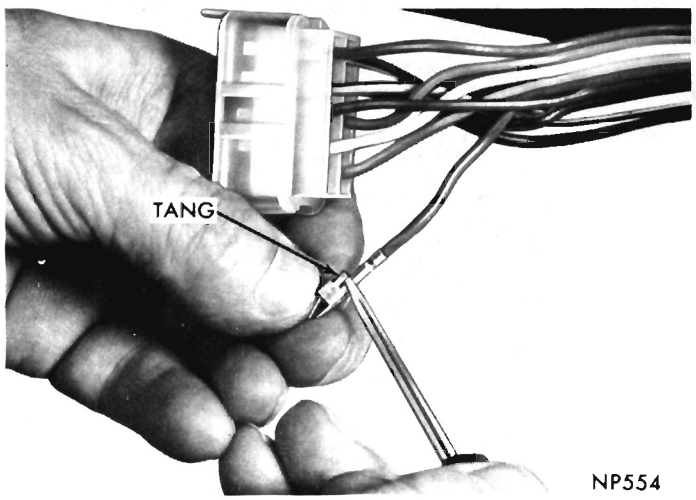

Fig. 14—Spreading Tang on Wire Terminal
(12) Bend turn signal wiring terminal tangs outward slightly (Fig. 14) then insert in proper location